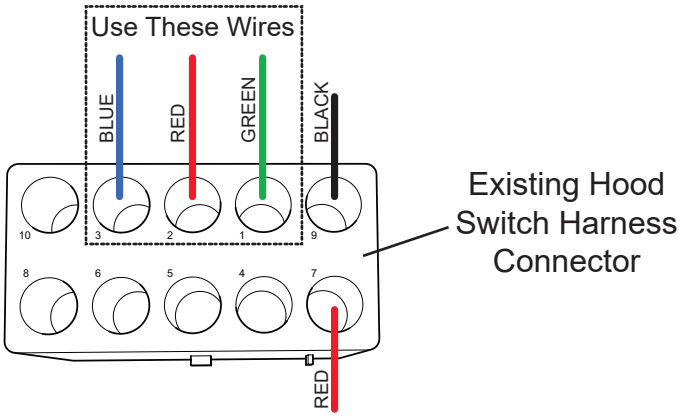

Figure 6
28. Cut blue, red and green wires from harness connector at connector positions 1, 2 and 3. See Figure 6.